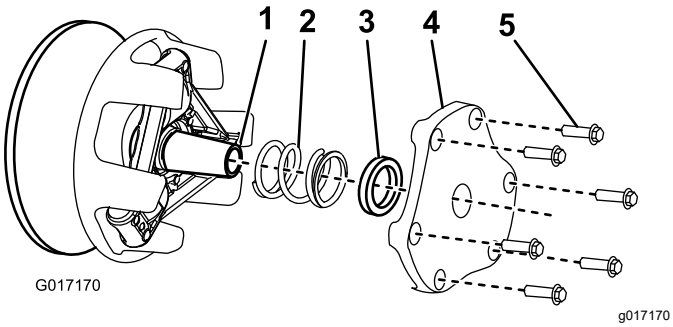

Figur 54
4. Stil dækslet, afstandsklodsen og fjederen til side (Figur 54).